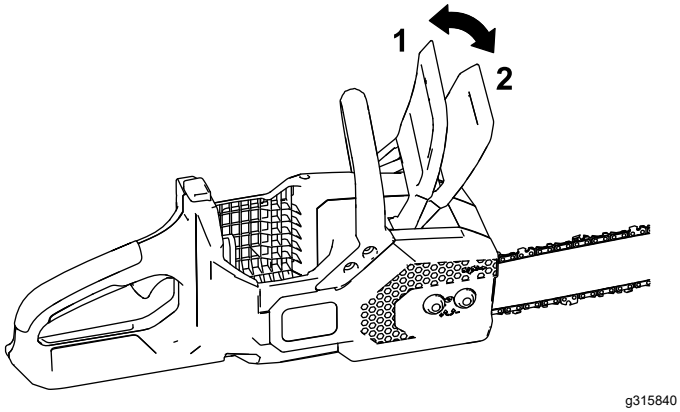

Figuur 25
2. Schakel de kettingrem in door deze in de STOP-stand te zetten (Figuur 25).
4. Schakel de kettingrem uit door deze naar achteren te trekken en in de ZAGEN-stand te zetten (Figuur 25).
4. Verzeker dat de kettingrem in ZAAG-stand staat (Figuur 25).